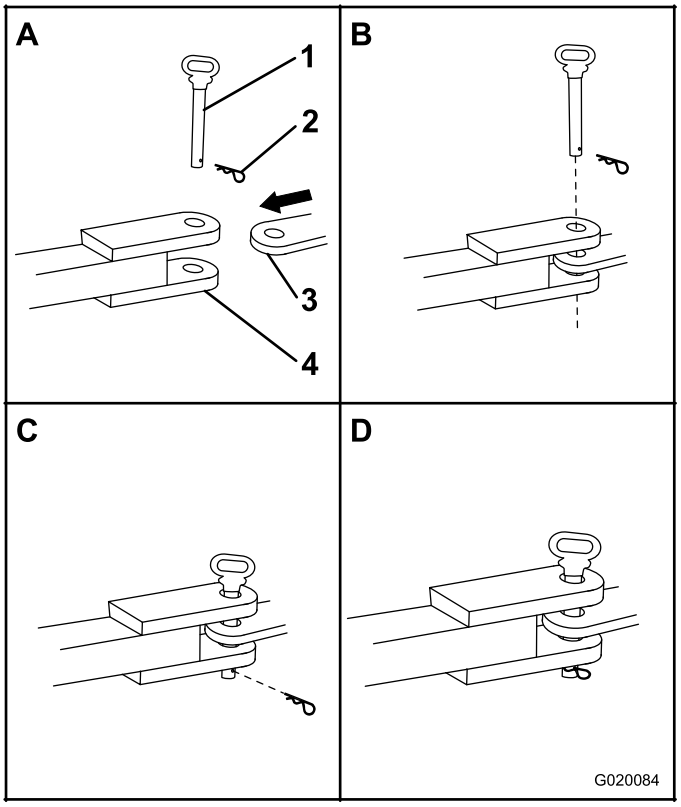

Figure 22
1. Position the front of the pin hitch coupler so that it is located between the top and bottom plates of the pin/clevis hitch of the tow vehicle, and ensure that the holes are aligned (Figure 22).
2. Insert a 19 mm (3/4 inch) or 22 mm (7/8 inch) hitch pin through the holes in the coupler and the receiver hitch (Figure 22).
3. Insert a hairpin cotter through the hole in the bottom of the hitch pin (Figure 22).